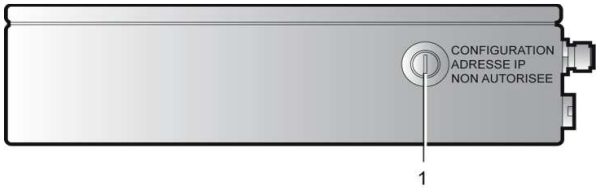

Abbildung 14-8: Das 2-Positionen-Schloss muss sich zur Konfigurierung der IP-Adresse auf der Seite Parameter in senkrechter Position befinden.
1. An der Reglereinheit den Schalter für die Konfiguration der IP-Adresse (Abbildung 14-8, Pos. 1) in die senkrechte Position bringen.